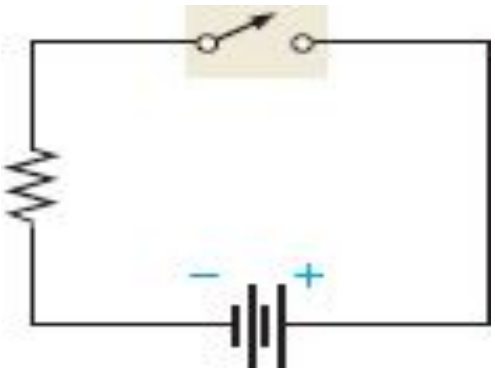

Figure 1: Diode acts as a open switch when it is reverse biased
- As positive terminal of the source is connected to anode and negative terminal is connected to the cathode the diode is forward biased as shown in Fig1(a)